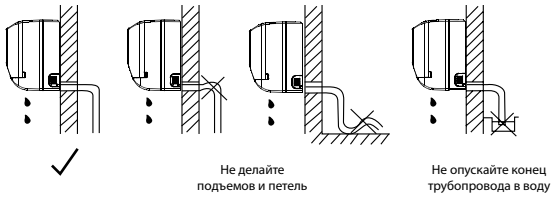

Рис. 5
2. При необходимости удлинения дренажной трубы надежно закрепите и надежно изолируйте место соединения, не допускайте смещения трубы (рис. 5).